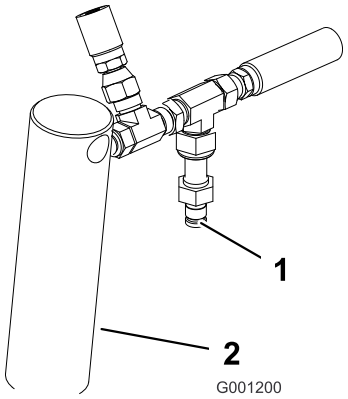

Figur 12
2. Slut en trykmåler til testporten bag den højre løftecylinder (Figur 12).